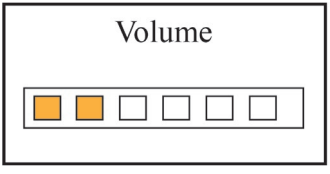

Figure 4.10B Réglage volume
- Volume : pour régler le volume du son (son d'alerte, son du pouls et bruit des touches), choisir parmi les 6 niveaux disponibles (par défaut le volume est réglé sur le niveau 3), comme dans la Figure 4.10B.